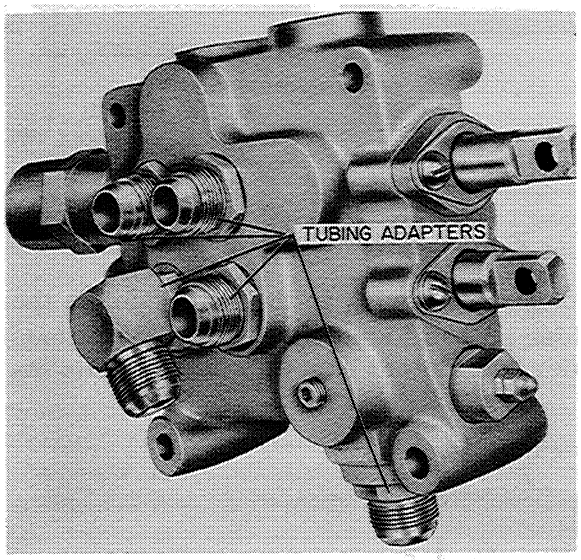

Figure D-10
1. Remove the tubing adapters from the side of the control valve using a 1-1/2" wrench Figure D-10.